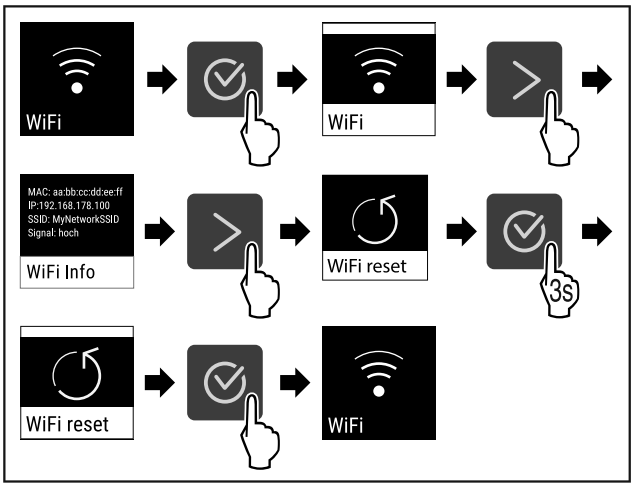

Fig. 88
▶ Ejecutar los pasos (consulte Fig. 88) .